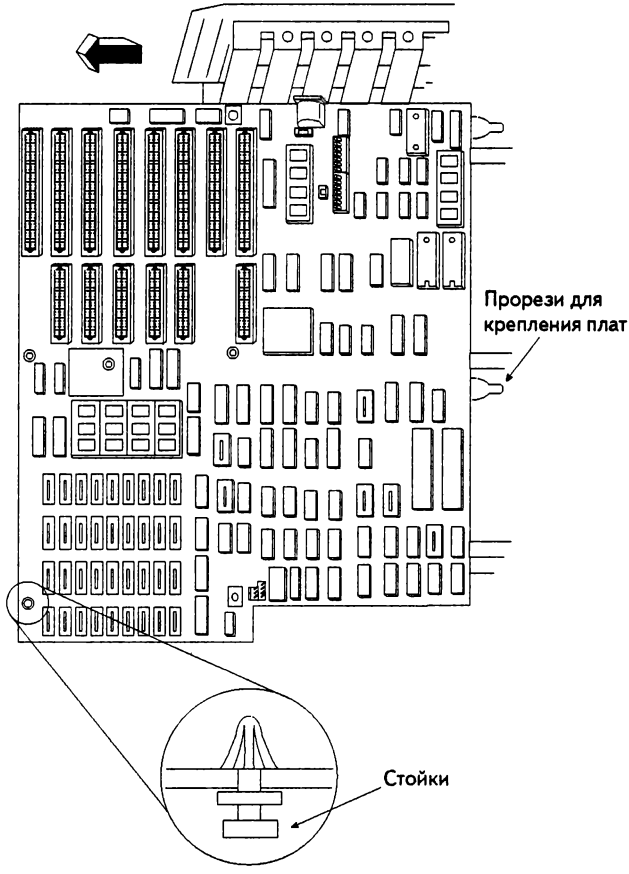

Рис. 16.3. Установка пластмассовых стоек в новую системную плату
1. Сначала может понадобиться извлечь пластмассовые стойки старой платы. С помощью тонких пассатижей аккуратно сожмите верхушку стойки и проденьте ее сквозь отверстие в плате. Осмотрите предназначенные для стоек отверстия в плате. Если вокруг отверстия напаян металлический круг, это значит, что отверстие предназначено для металлической стойки, а если круга нет — для пластиковой. Теперь металлические стойки нужно ввинтить в отверстия в шасси корпуса так, чтобы они располагались напротив соответствующих им отверстий в плате (рис. 16.3).